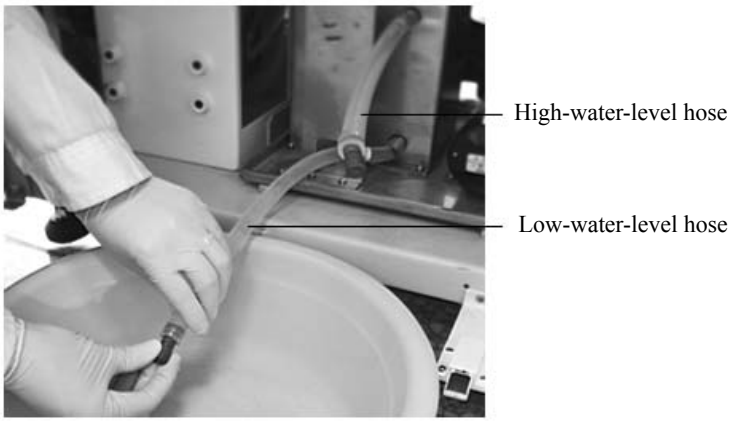

Figure 10-4-34
c)Pull out the plug of the two rubber hoses that connect the water tank of the cooling system. Place a container to hold the water discharging from the water tank, as Figure 10-4-34 shows: